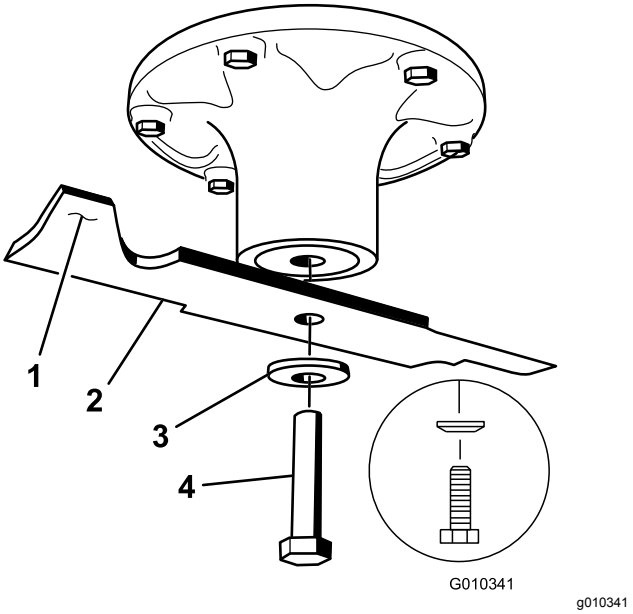

Figur 67
2. Fjern knivbolten, bueskiven og kniven fra spindelakselen (Figur 67).
1. Monter kniven på spindelakselen (Figur 67).
2. Monter bueskiven (den hule siden skal vende mot kniven) og knivbolten (Figur 67).